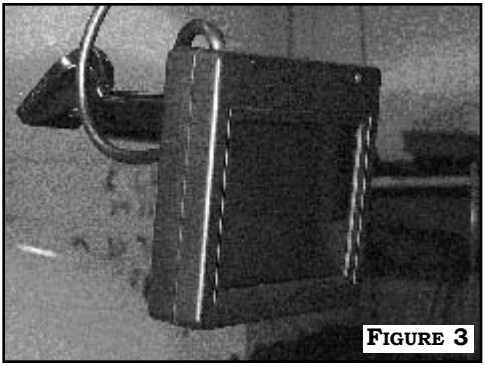

Figure 3
1. Mount the RearSight® LCD monitor on existing windshield lug and tighten screw. **Figure 3**.